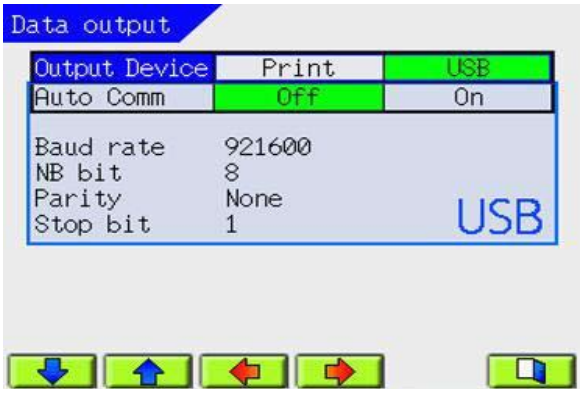

Figure SU-18 USB Screen
1. On the Setup Screen, press the UP or DOWN buttons to find the Data output category, then press the ENTER button. The USB Screen opens. Refer to Figure SU-18.